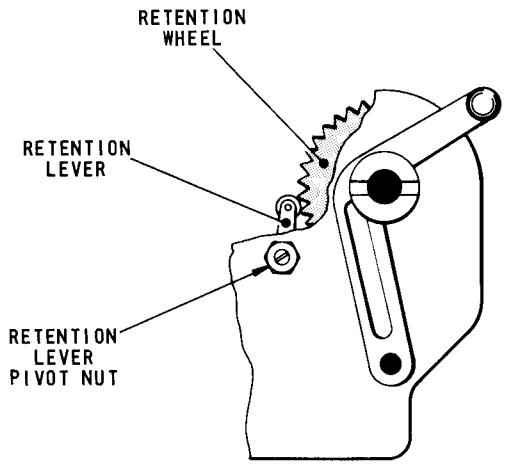

Fig. 4.38 FRICTION FEED PLATEN—LEFT-HAND END
43.2 To adjust, slacken the nut securing the retention lever, Fig.4.38, and turn the eccentric pivot by means of its screwdriver slot until dimension 'au' is satisfied. Tighten the nut.